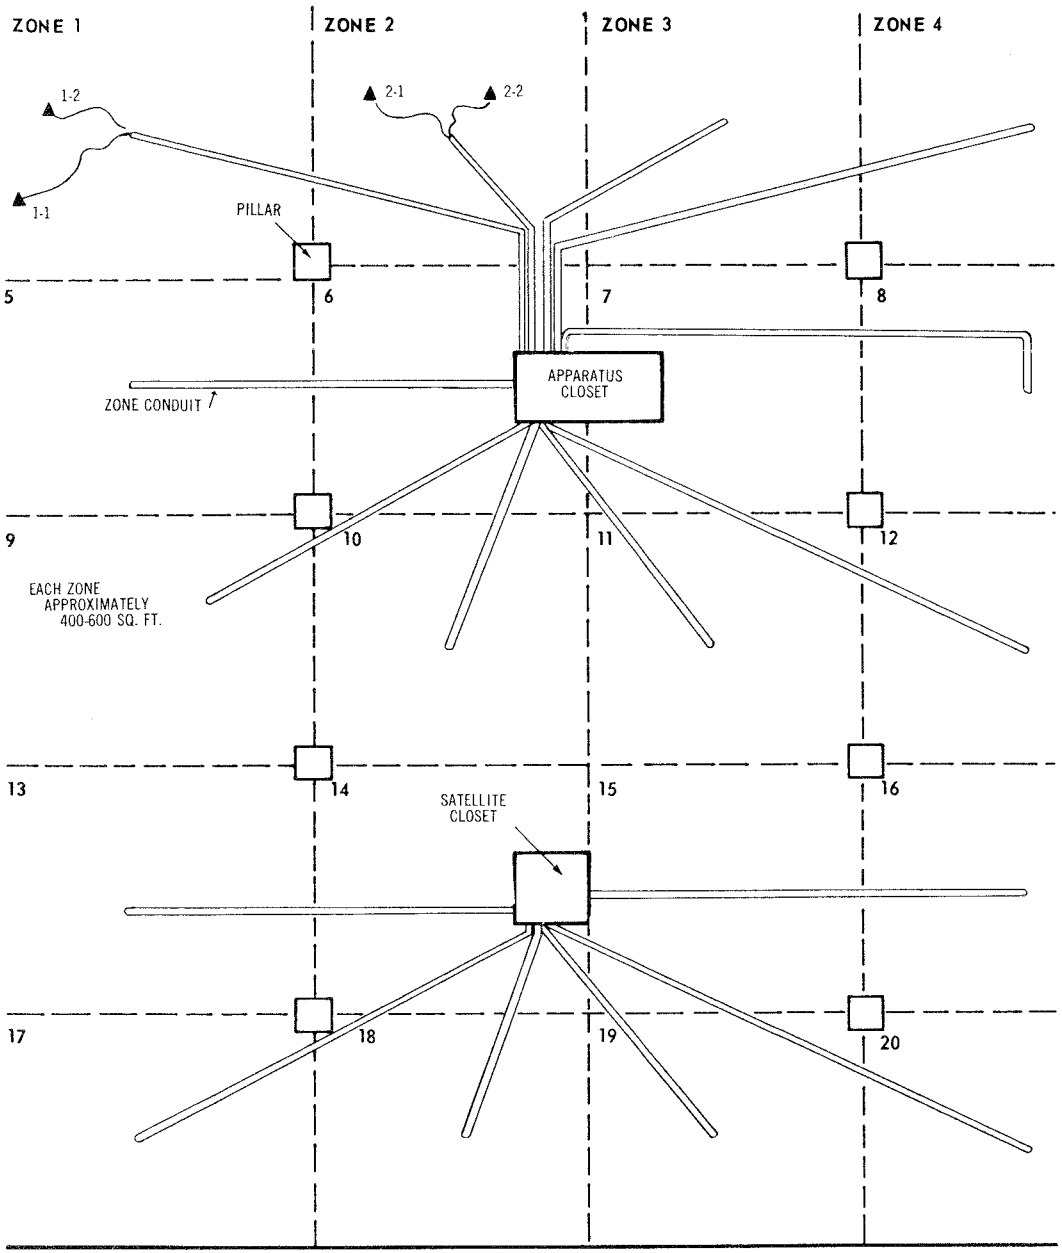

Fig. 12 — Typical Zone Layout Hung Ceiling System
9.01 The floor area to be served shall be divided into telephone zones consisting of not more than 400 to 600 square feet. (See Fig. 12).
9.02 To feed the telephone zone, the building will usually have a continuous length of 2-inch conduit in the ceiling space, properly supported to permit the pulling-in of cables. This conduit should extend from the nearest telephone terminal or apparatus closet and left open-ended at the midpoint of each telephone zone as illustrated in Fig. 12.
(a) A number should be assigned to each zone (see Fig. 12).